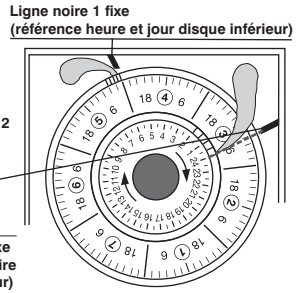

Fig. 3 Mod. journalier/hebdomadaire
- Tourner **en sens horaire** le **DISQUE SUPÉRIEUR** (journalier) jusqu'à faire correspondre 24 (00) heures avec la **ligne noire fixe 2**, placée à proximité de la came d'intervention 2.
- Tourner **en sens horaire** le **DISQUE INFÉRIEUR** (hebdomadaire) jusqu'à faire correspondre 24 (00) heures du **JOUR ACTUEL** (1=lundi, 2=mardi...) avec la **ligne noire fixe 1**, placée à côté de la came d'intervention 1: *les 2 disques sont désormais synchronisés.* **Note:** sur la fig. 3 le disque inférieur (hebdomadaire) a été programmé comme sur l'exemple à 24 (00) heures du jour 5 = Vendredi.